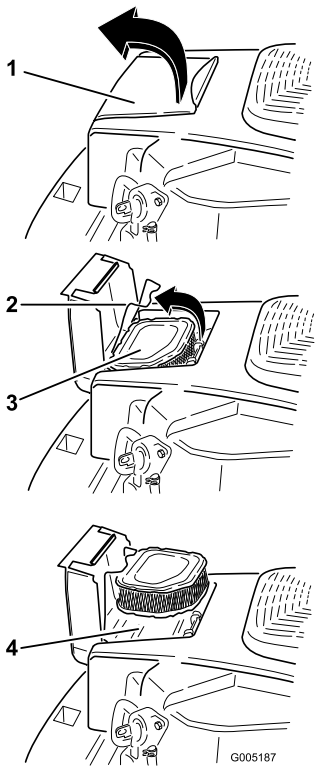

Figura 30
1. Aprite lo sportello del coperchio del filtro dell'aria sul convogliatore per accedere all'elemento (Figura 30).
2. Sganciate il fermo e togliete l'elemento (Figura 30).